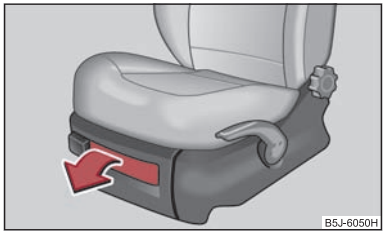

Fig. 82 Front seat: Storage compartment
– Tilt the lock to open the flap and pull out the flap ⇒ fig. 82.